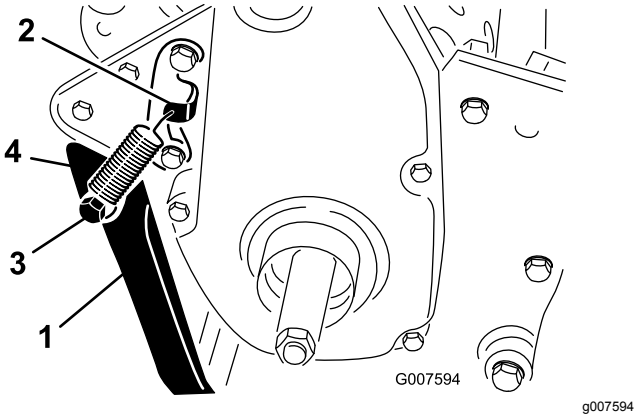

Figur 8
2. Sæt fjederen i hullet i fjederbeslaget og på fjedertappen, mens støttebenet justeres ind efter monteringshullerne i bagstellet (Figur 8).
3. Monter støttebenet på hver side af stellet med en bolt, låseskive, afstandsbøsning, flad spændeskive og låsemøtrik (Figur 8).